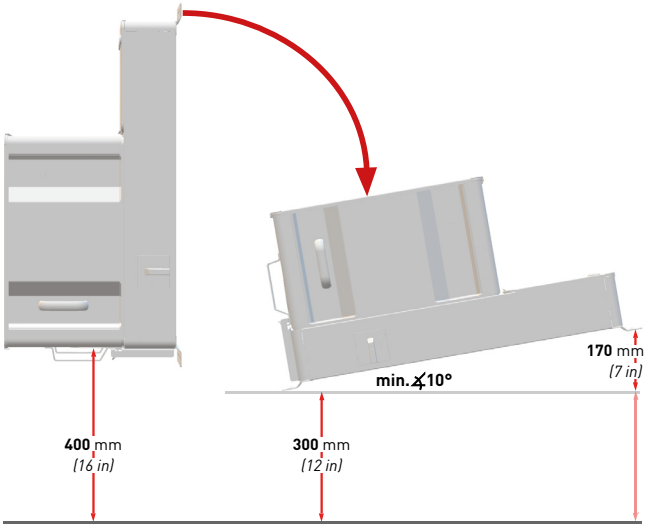

Fig. 8: Vertikale und horizontale Installation (dezentral)
a) Im Anschlussbereich mindestens einen Abstand von 300 mm zum Boden einhalten (siehe Abb. 8/9).